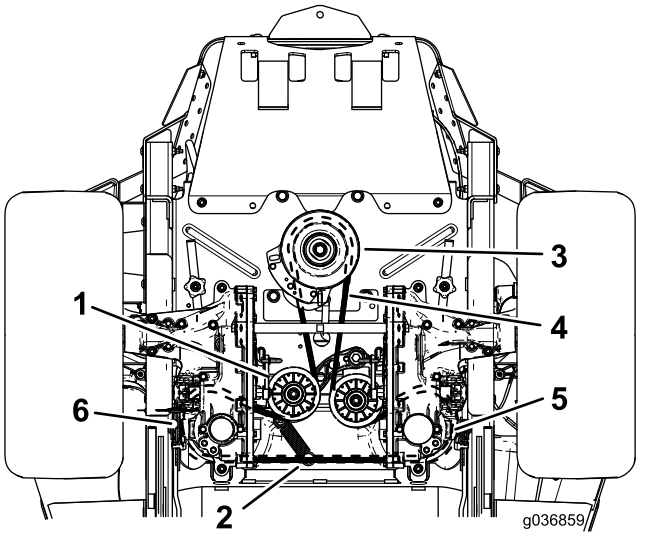

Figure 65
6. Décrochez le ressort de la poulie de tension de son montant (Figure 65).
8. Placez une courroie neuve sur la poulie du moteur et des 2 poulies d'entraînement de la pompe hydraulique (Figure 65).